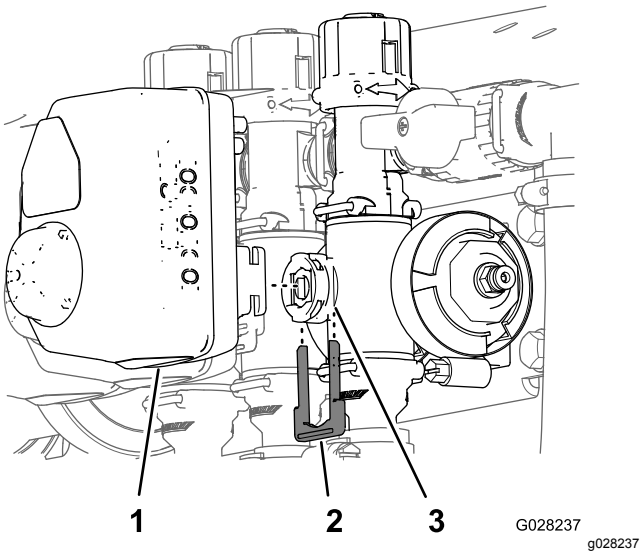

Figur 112
3. Ta bort hållaren som fäster manövreringsorganet vid grenrörsventilen för sprutmängd samt omrörningsventilen, huvudsektionen eller sektionens ventil (Figur 112).